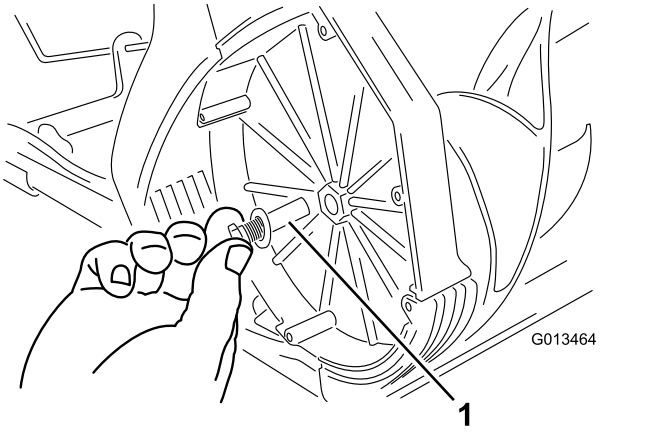

**Figure 16**
2. Remove the rotor pin (Figure 16).